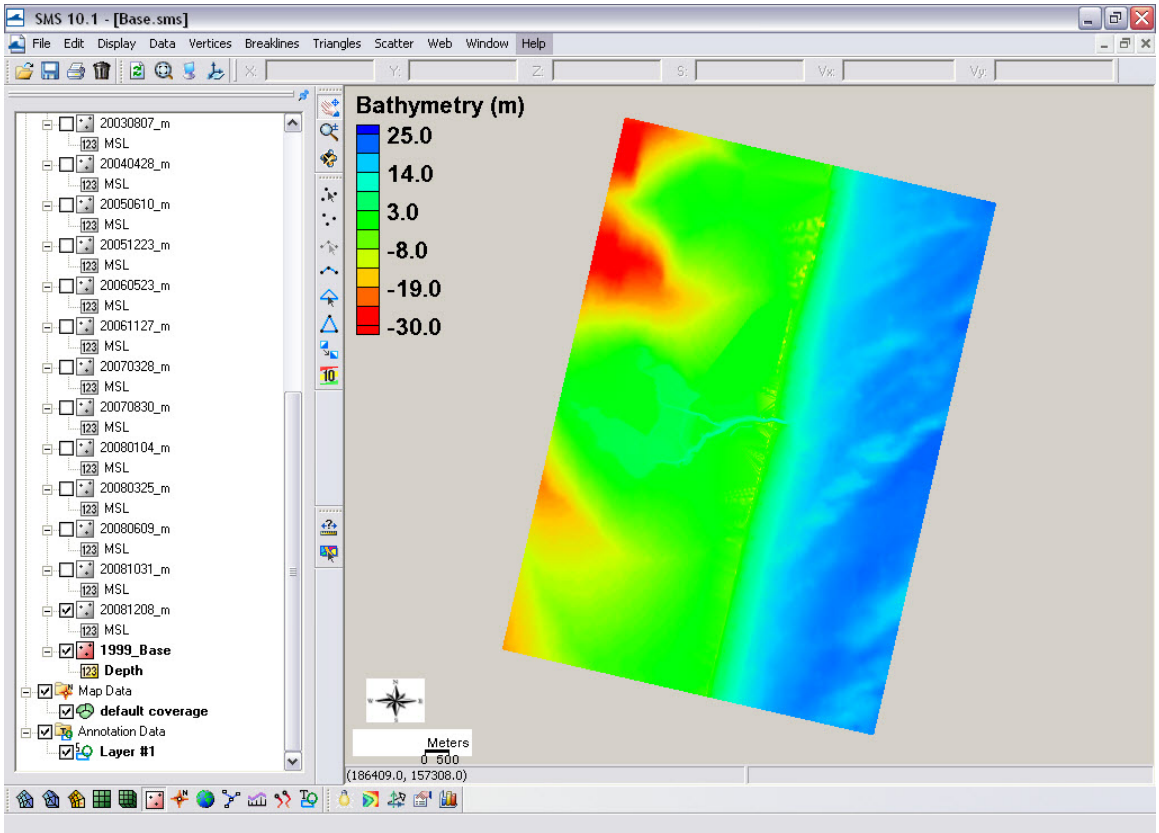

Figure 1. Base.sms loaded into SMS.
2. Select the *Base - 1999_Base.h5* file to view the scatterset developed for Shark River Inlet. The SMS file may also be brought instead of the .h5 file to bring up all surveys (Figure 1). Note that all surveys have been converted to depths below msl and saved in the SMS .h5 binary format,